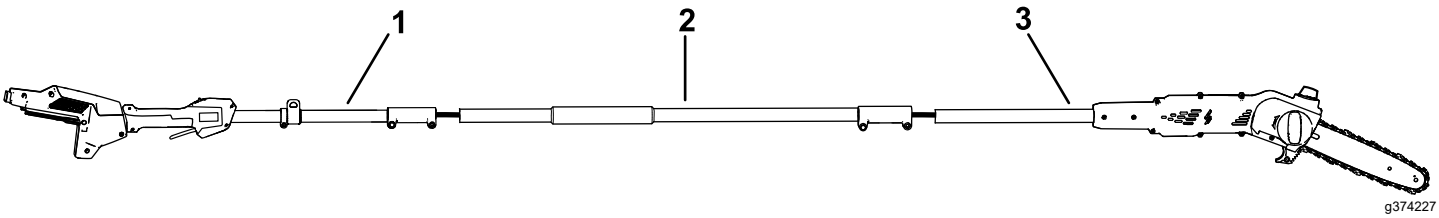

**Bild 4**
1. Klappen Sie die Teile des Holms aus (Bild 4).